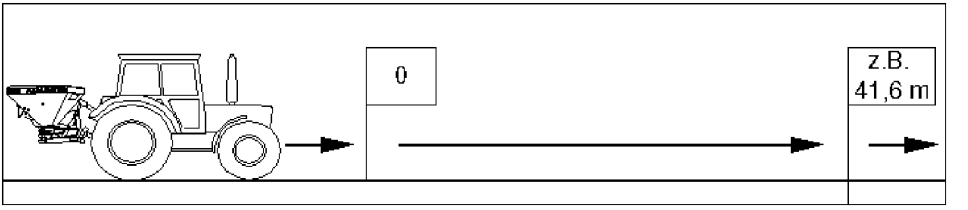

Rys. 30
- Na polu wymierzyć dokładnie pobraną długość odcinka zaznaczając punkt początkowy i końcowy (Rys. 30).